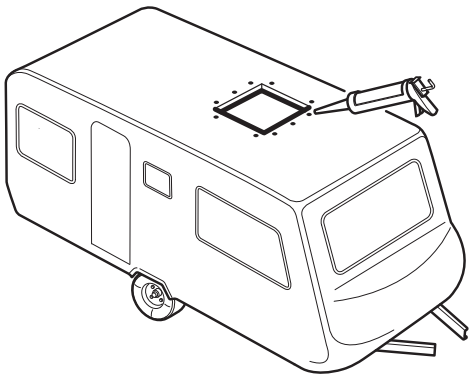

Fig. 8
► Fill screw holes with car body sealant (Fig. 8).